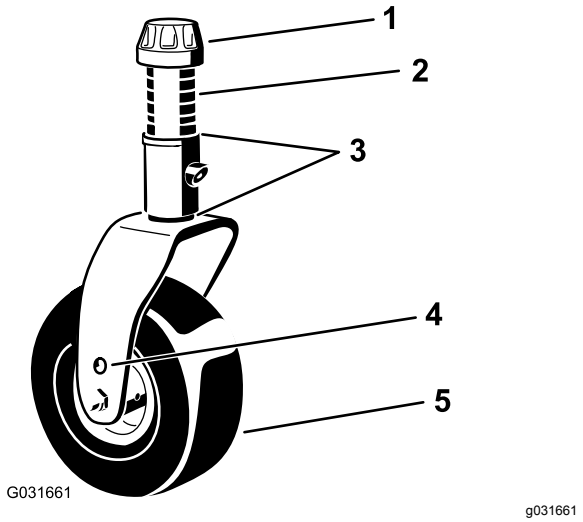
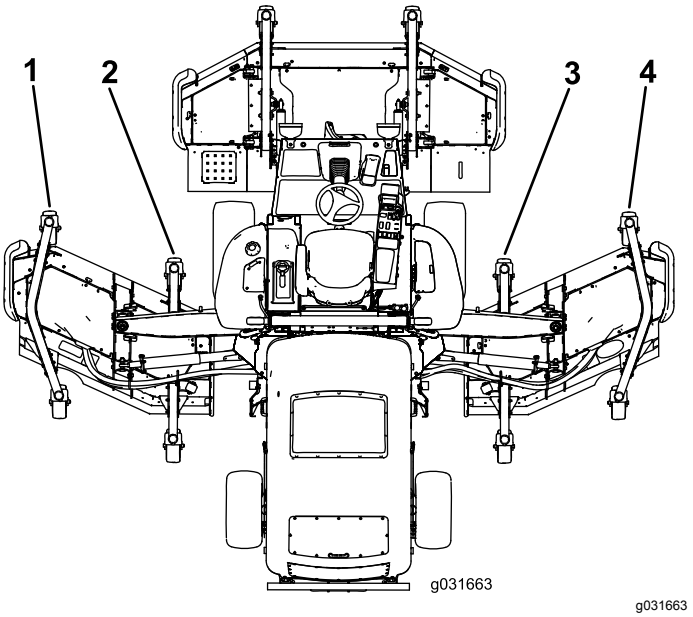

Figur 26
Figur 27
5. Hvis den inderste kant på det udvendige plæneklipperskjold er for høj i forhold til den udvendige kant på frontplæneklipperskjoldet, skal du fjerne et afstandsstykke fra bunden af den forreste, inderste styrehjulsarm på det udvendige plæneklipperskjold (Figur 26 og Figur 27).
6. Hvis den inderste kant stadig er for høj, skal du fjerne et ekstra afstandsstykke fra bunden af den forreste, inderste styrehjulsarm på det udvendige plæneklipperskjold og et afstandsstykke fra den forreste, yderste styrehjulsarm på det udvendige plæneklipperskjold (Figur 26 og Figur 27).
yderste kant på frontplæneklipperskjoldet, skal du tilføje et afstandsstykke (3 mm) på bunden af den forreste, inderste styrehjulsarm på det udvendige plæneklipperskjold (Figur 26 og Figur 27).